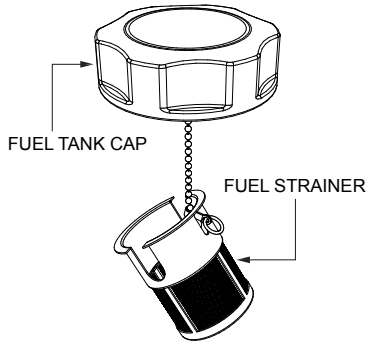

Figure 35. Fuel Strainer
3. Next, remove, inspect and clean the fuel strainer (Figure 35) with solvent.